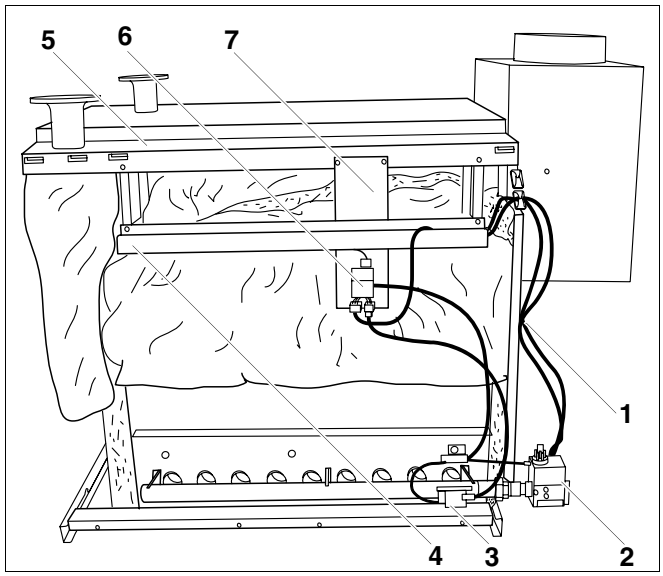

Рис. 68 Аналоговый блок управления горелкой
- Прикрутить опорную пластину блока управления горелкой (рис. 68, **поз. 7**) двумя винтами с плоской головкой 3,9 x 9,5 на боковые крышки котла (рис. 68, **поз. 5**).
- Соединить блок управления горелкой (рис. 68, **поз. 6**), газовую арматуру (рис. 68, **поз. 2**), тактовое устройство розжига (рис. 68, **поз. 3**) и контролирующий электрод согласно электрической схеме.
- Выполнить соединения между блоком управления горелкой (рис. 68, **поз. 6**), системой управления и дополнительной системой управления в соответствии с прилагаемой электросхемой.
- Провода от блока управления горелкой (рис. 68, **поз. 6**) к системе управления прокладываются в кабельном канале (рис. 68, **поз. 4**), затем вставляются в отверстие на передней крышке котла.
- Провода между газовой арматурой (рис. 68, **поз. 2**) и блоком управления горелкой (рис. 68, **поз. 6**) крепятся фиксатором (рис. 68, **поз. 1**) к задней стенке и проводятся в кабельном канале (рис. 68, **поз. 4**).